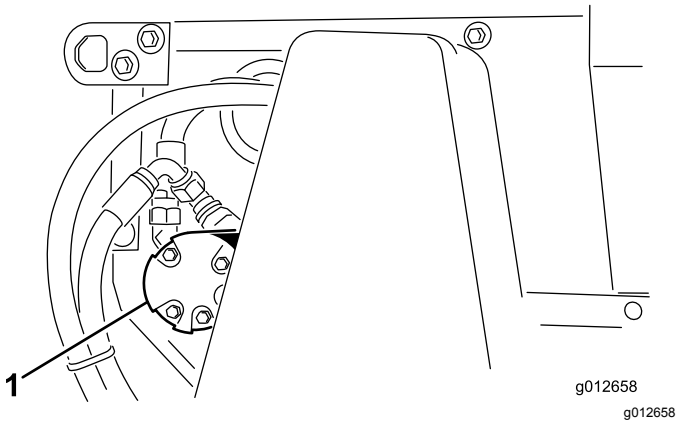

**Figur 39**
2. Løsn møtrikkerne, der fastgør børstemotoren (Figur 39) på den venstre side af maskinen.